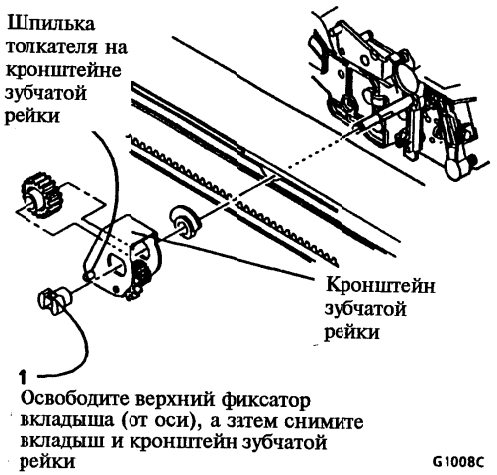

Рисунок 3. Снятие кронштейна зубчатой рейки
3. (Рисунок 3): Снимите кронштейн зубчатой рейки.